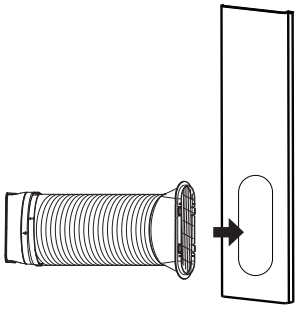

Fig. 4
e. Affix the Hose Outlet to the window panel. (see Fig. 4)